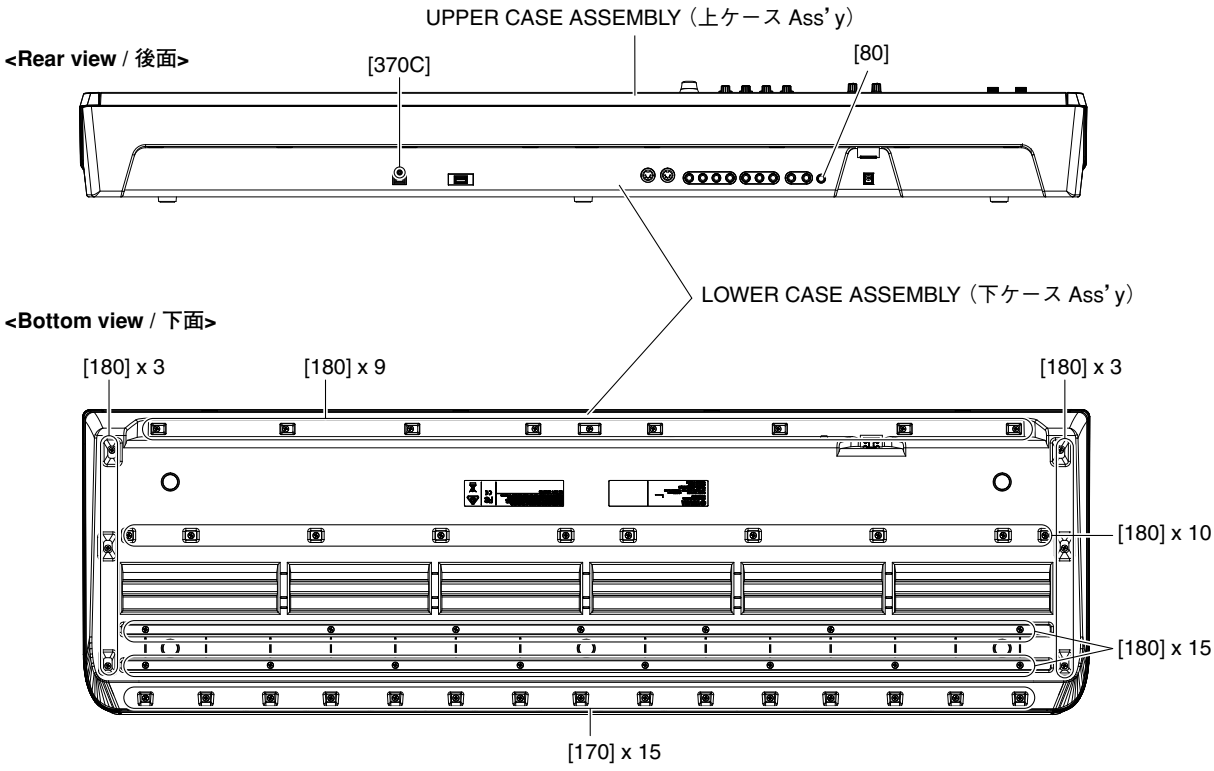

Fig. 1（図 1）
1-1. Remove the fifteen (15) screws marked [170] and the forty (40) screws marked [180]. The upper case assembly and the lower case assembly can then be separated. (Fig.1)
1-1. [170] のネジ 15 本と [180] のネジ 40 本を外して、上ケース Ass'y と下ケース Ass'y を分離します。(図 1)
(図 1)